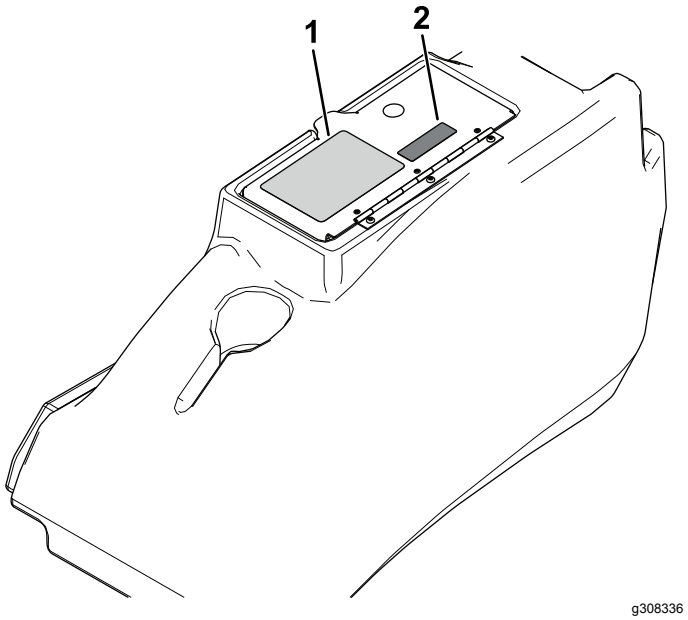

Figure 11
17. Install the slope-sensor decal adjacent to the machine-stability decal on the storage-pod lid (Figure 11).